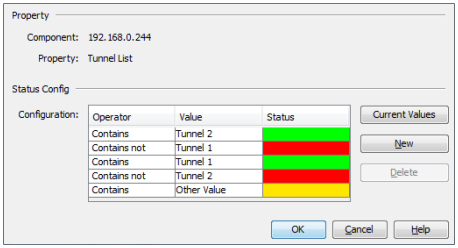

Figure 30 :Configuration de l'état des tunnels TXCare
- ☐ Saisissez les valeurs telles qu'elles sont affichées dans (voir la figure 30).